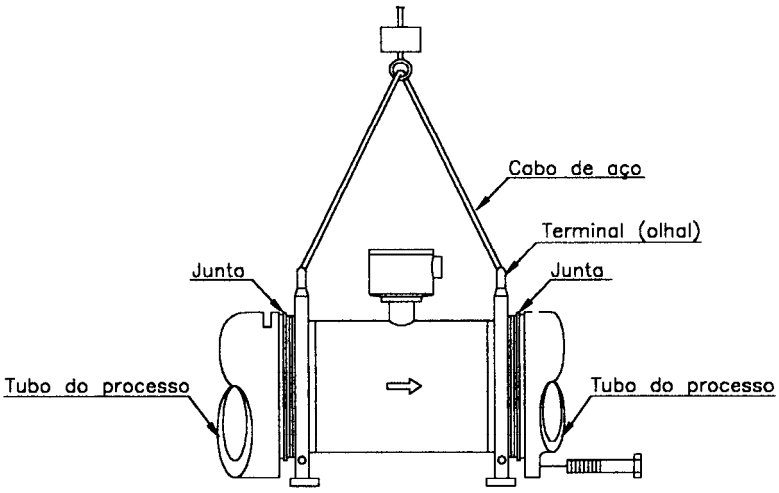

Figura 7
b) Para erguer o medidor, use cabos que podem seguramente suportar o medidor e conecte-o aos orifícios do medidor. Veja **Figura 7**.